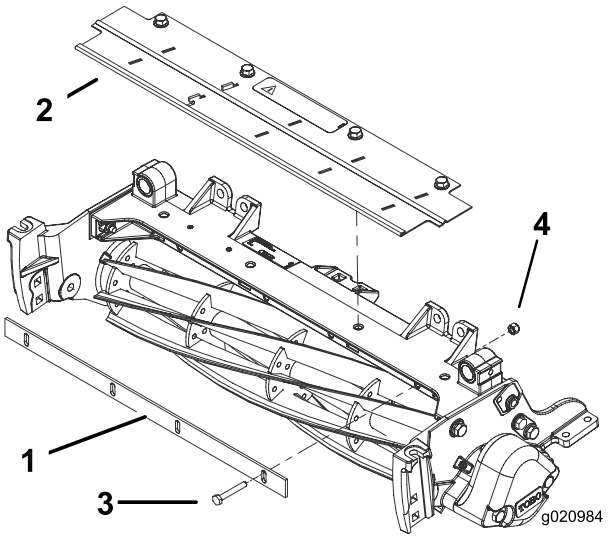

Figure 7
1. Montez la barre supérieure sur le bâti du plateau de coupe en serrant légèrement les 4 boulons (1/4 x 1–3/4 po) et 4 contre-écrous (1/4 po) (Figure 7).
3. Serrez les boulons et les contre-écrous (Figure 7).